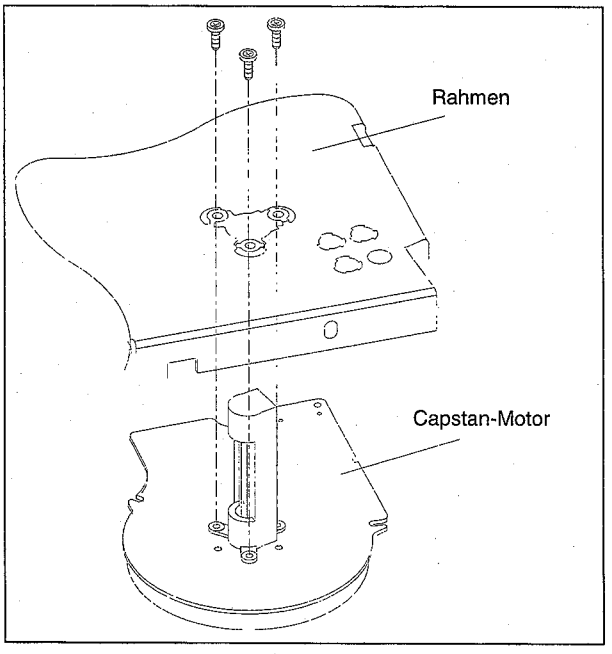

Abb. M19
- Die 3 Befestigungsschrauben des Capstan-Motors lösen (siehe Abb. M19) und Capstan-Motor von unten aus dem Laufwerk ziehen (siehe Abb. M19).